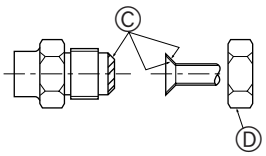

Fig. 4-1
4.2. Tubos de conexión (Fig. 4-1)
Ⓐ (Fig. 4-1)
Ⓑ (Fig. 4-1)